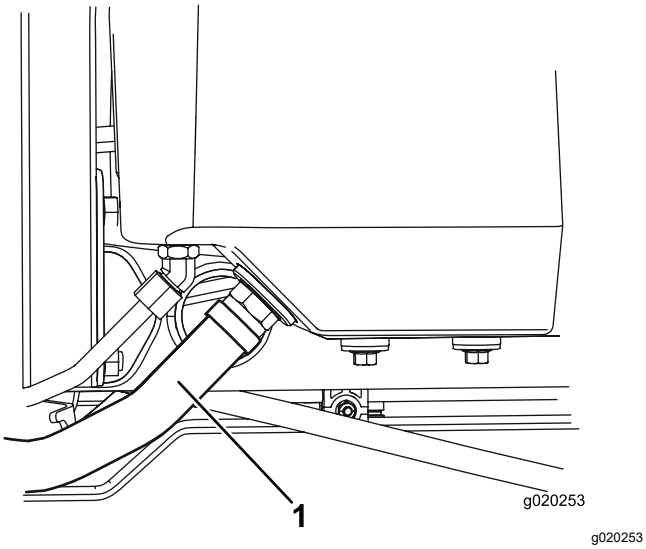

Figuur 77
2. Maak de grote hydraulische slang (Figuur 77) los van het reservoir en laat de hydraulische vloeistof in een opvangbak lopen.